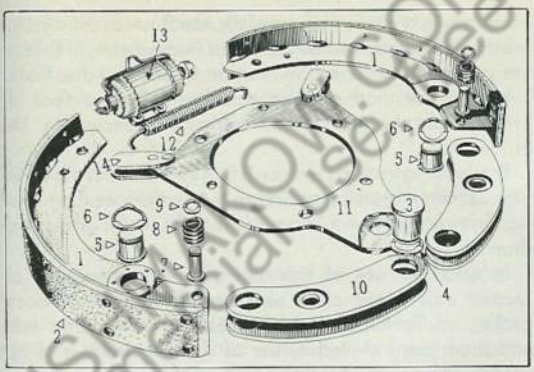
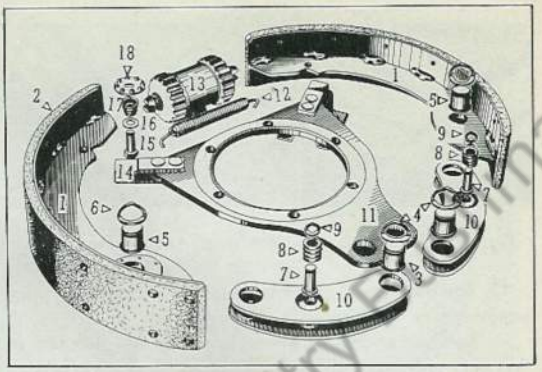

Fig. 18 Disassembled View of Front Brake Shoe Parts ("Banjo" Type Axle Housing)
Fig. 19 Disassembled View of Rear Brake Shoe Parts (All Vehicles)
B. Brake Shoe (Except Front With "Split" Axle Housing)—Shoes are connected to anchor plate through articulating links and anchor pins. Guide plates near upper ends of shoes hold brake shoe in alignment at all times. Refer to Figs. 18 and 19.
E. To Remove Brake Shoes—(Except Front With "Split" Axle Housing)—Removal of brake shoe is described below. Refer to Figs. 18 and 19 for reference numbers in following text.
F. To Replace Brake Shoes—(Except Front With "Split" Axle Housing)—Replacement of brake shoe is accomplished as described below. Refer to Figs. 18 and 19 for reference numbers in following text.
1. Reassemble articulating links (10), pins (5 and 7), friction springs (8) and locks (6 and 9) to brake shoes (1) before installing shoe.
2. Install both shoes to anchor plate (11), using new anchor pin (3) if old part is worn. Replace locking washer (4) in anchor pin groove (3). Be sure that it seats fully in groove and locks securely. **Note:** Front brakes use only one anchor pin (3) (Fig. 18), while two are used on rear brakes (Fig. 19).